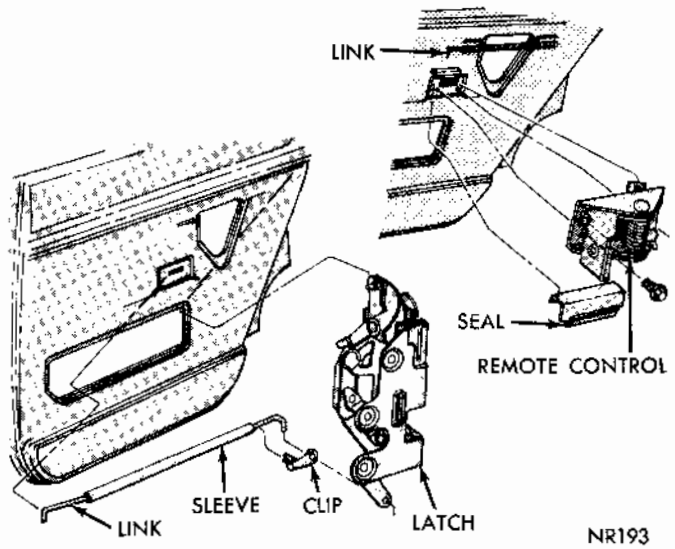

Fig. 22 - Rear Door Remote Control and Latch
(1) With window in the up position, disconnect cylinder link (Figs. 22 and 23) from clip on lock lever **(4 door only)** and from cylinder.
(3) Remove retainer from cylinder body and cylinder from door.